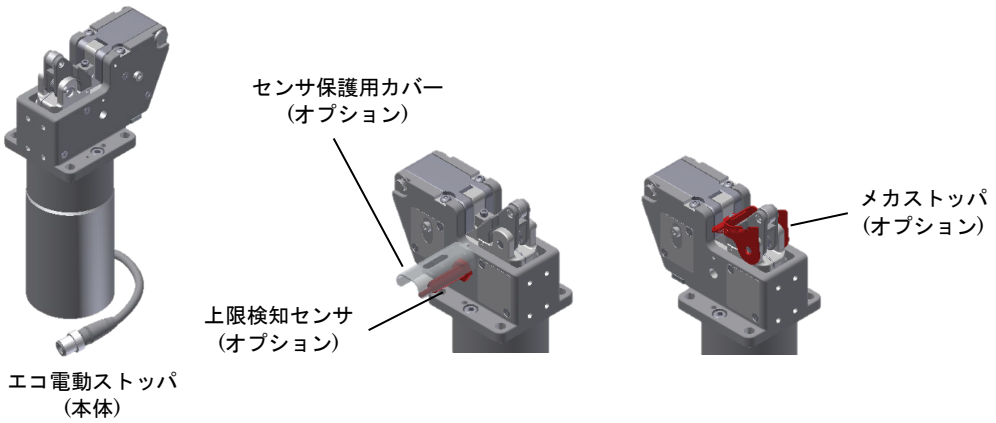

図 1.1 機器構成図（図は EST32）
1.2　機器構成図 1-1
本製品は図 1.1 の構成で動作します。